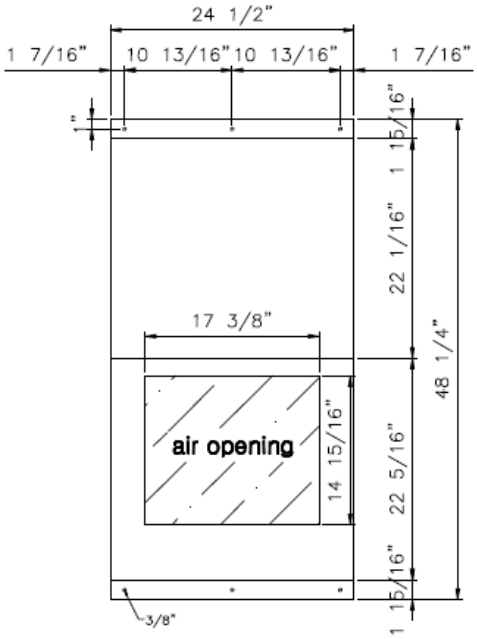
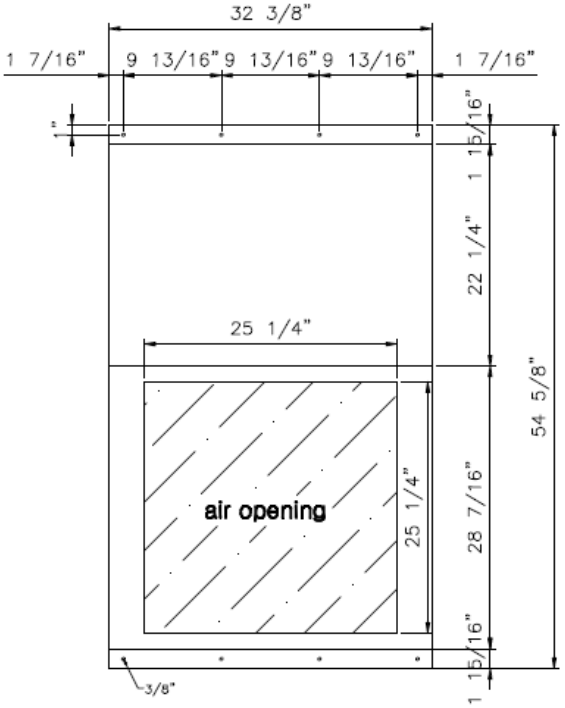

Fig.1
Fig.2
5. Figure 1 (Page 6) can be set in place by hands. Figure 2, 3 and 4 (Page 6-7) have lifting eyes, a spread bar is recommended to prevent stress to the cabinet of the unit.